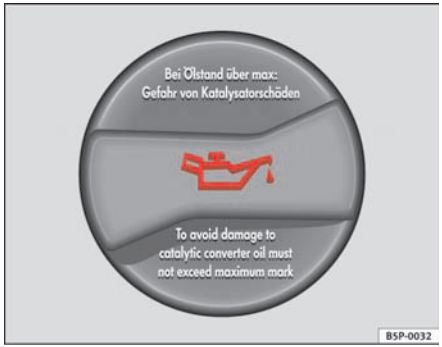

Fig. 138 In the engine compartment: Engine oil filler cap
– Unscrew cap from oil filler opening ⇒ fig. 138.
– As soon as the oil level is in area (B), carefully close the cap.